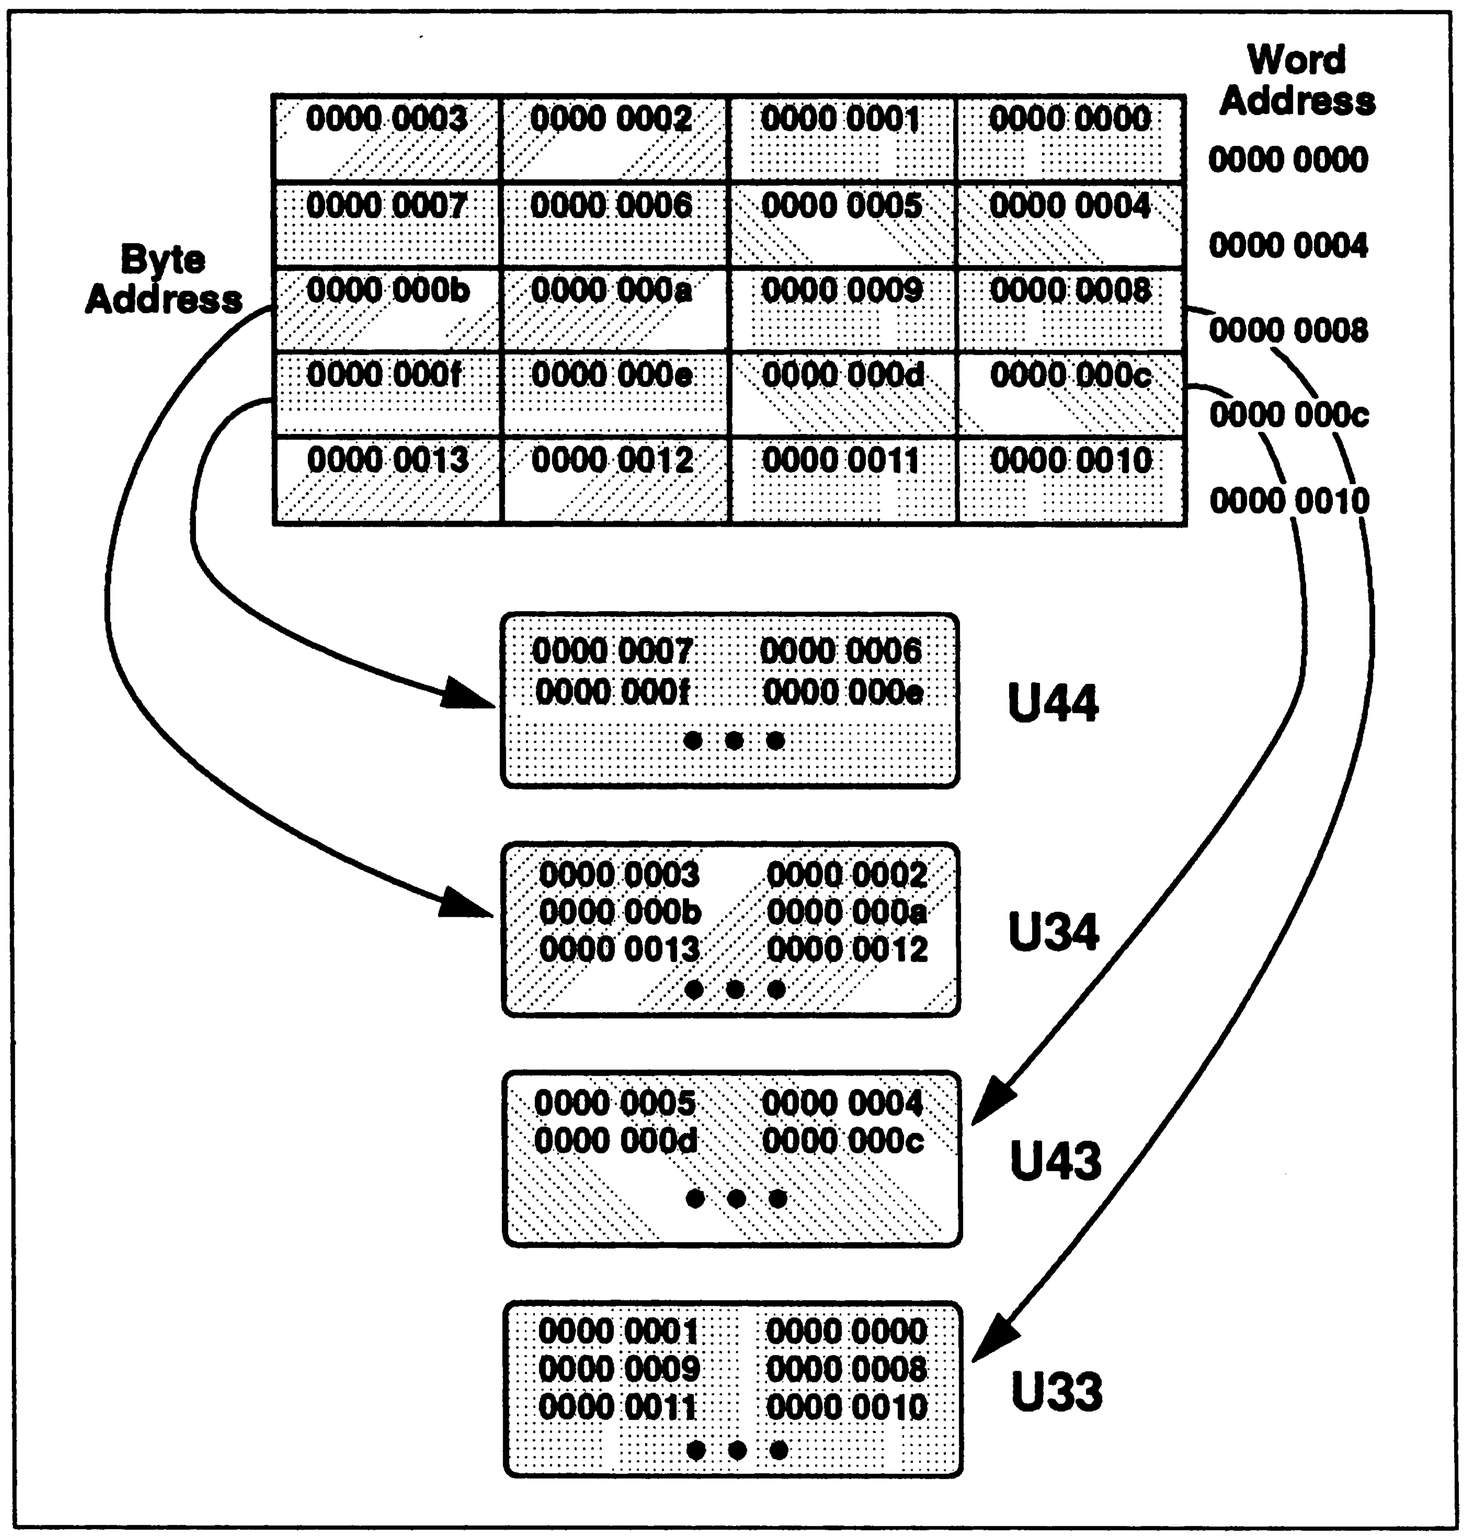

Figure 3.1 — *Interleaved EPROMs*
7) Burn the "qt*.hex" files into EPROMs. The QT960 evaluation board uses four 27C202's (16 x 16 K) which are interleaved (see Figure 3.1). The data is copied into the EPROMs starting at address 0 with no offset. With the power off, place "qt0.hex" in socket U33, place "qt1.hex" in socket U33, place "qt2.hex" in socket U43, and place "qt3.hex" in socket U44. Be sure the jumpers in the lower right corner of the QT960 board are jumpered: J22-J23 in and J24-J25 in. The board will now boot from the new EPROMs upon powerup.